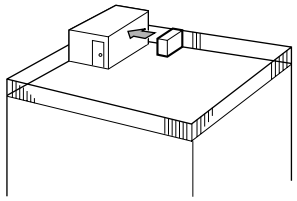

Fig. 2-3
① Hava çıkışını, en yakındaki duvara doğru, duvardan yaklaşık 50 cm uzaklıkta olacak şekilde yerleştirin. (Fig. 2-3)